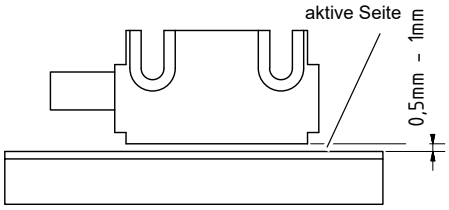
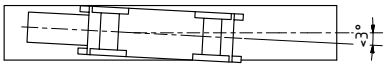

Abb.2-6: Abstand Sensor / Magnethand
Abb.2-8: Ausrichtung des Sensors
- Abstandmaße zwischen Sensor und Magnetband sowie Winkeltoleranzen beachten, diese müssen über die gesamte Meßstrecke eingehalten werden! (☞ Abb.2-6: bis ☞ Abb.2-8:)
- Die Abstandstoleranz zwischen Sensor und Magnetband wurde nicht über die gesamte Meßstrecke eingehalten, der Sensor streift auf dem Magnetband (☞ Abb.2-6:) .
- Der Sensor ist mit der aktiven Seite vom Band abgewandert montiert (☞ Abb.2-8: und ☞ Abb.2-8:) .